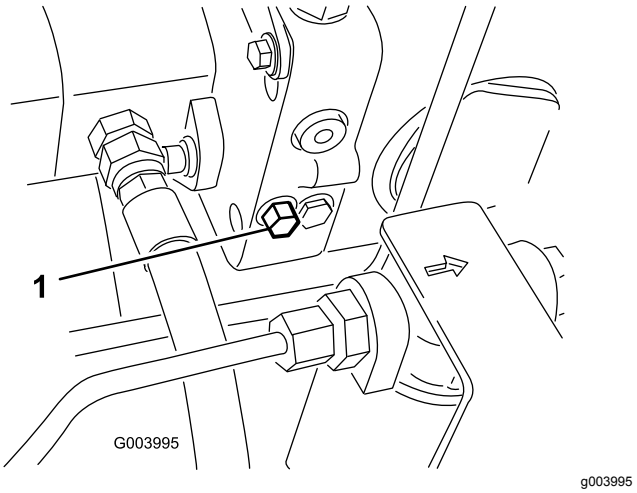

Figur 75
1. Vrid bulten 1–1,5 varv för att öppna ventilen och låta olja avledas internt (Figur 75).